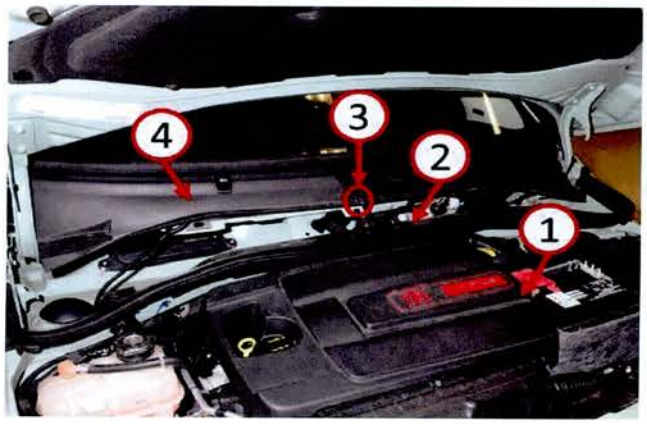

Fig. 1 Diagnosis
The source of the water intrusion onto the top of the engine cover (1) may be caused by the center push pin hole (3) in the cowl panel (2) that secures the cowl panel cover (4) (Fig. 1). If a customer's VIN is listed in VIP or your RRT VIN list, perform the repair. For all other customers that describe the symptom/condition, perform the Repair Procedure.